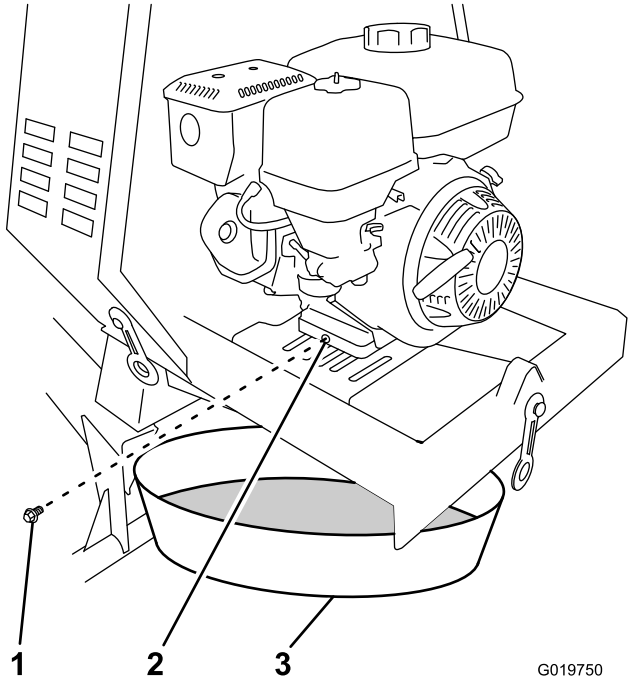

Figure 51
3. Place a drain pan under the oil drain hole of the engine (Figure 51).
4. Remove the drain plug and catch the oil in the oil drain pan (Figure 51).
5. When the oil has drained completely, install the drain plug with a new washer (Figure 51).